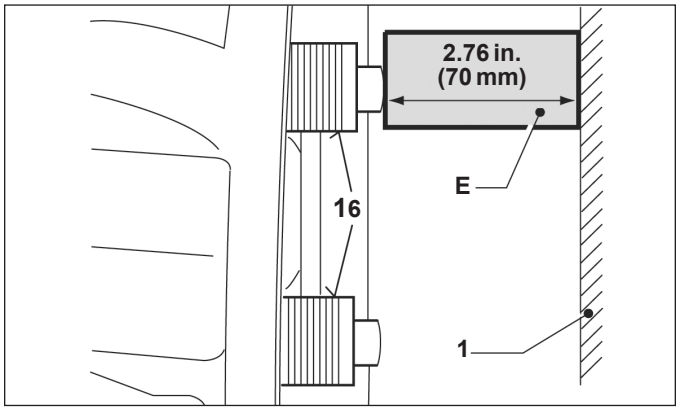

Figure 51 – Use of a Spacer (off-vehicle inspection)
If the work is being carried out at a workbench, the technician may insert a 2.76 in. (70 mm) spacer *(See callout "E" in Figure 51)* into the caliper (1) to help avoid the loss of thread engagement.